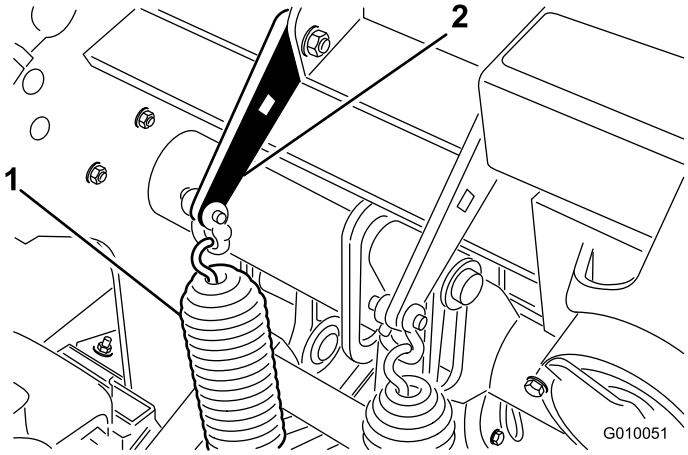

Figuur 37
1. Draai de moeren van de slotbouten los waarmee de beugels van de veer zijn bevestigd aan de beluchtingskop (Figuur 37). Verwijder de moeren niet.